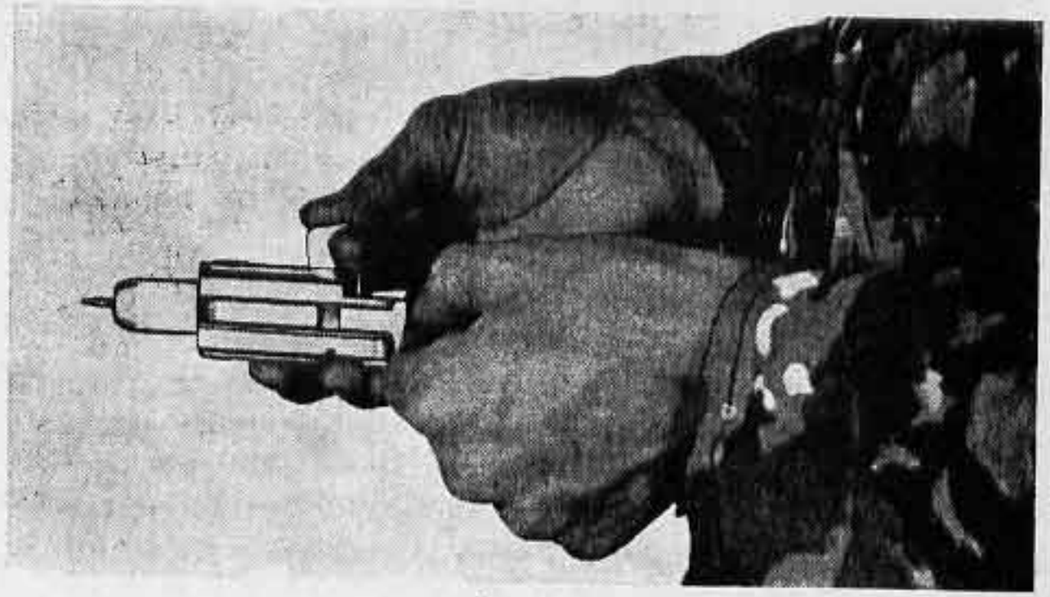

fig 28
- Placer le levier de percussion perpendiculairement (fig 28)